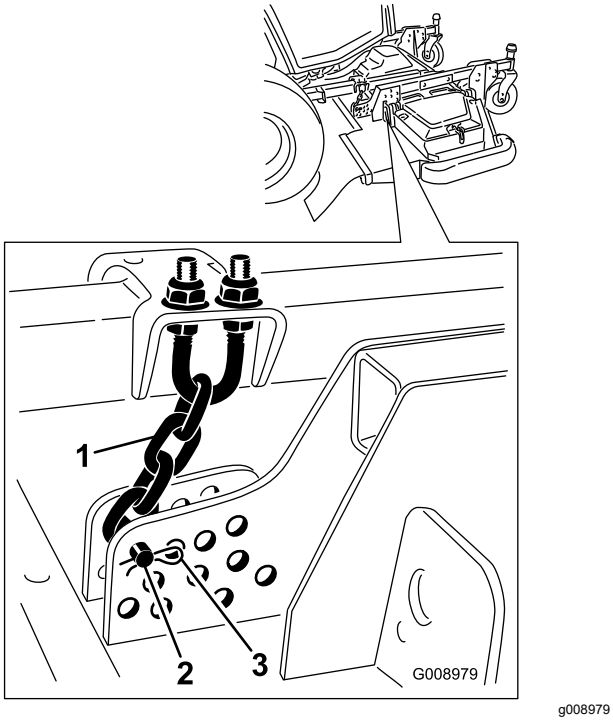

**Figuur 136**
4. Verwijder de R-pen en de gaffelpen waarmee de maaihoogtekettingen zijn bevestigd aan de achterkant van de maai-eenheid (Figuur 136).